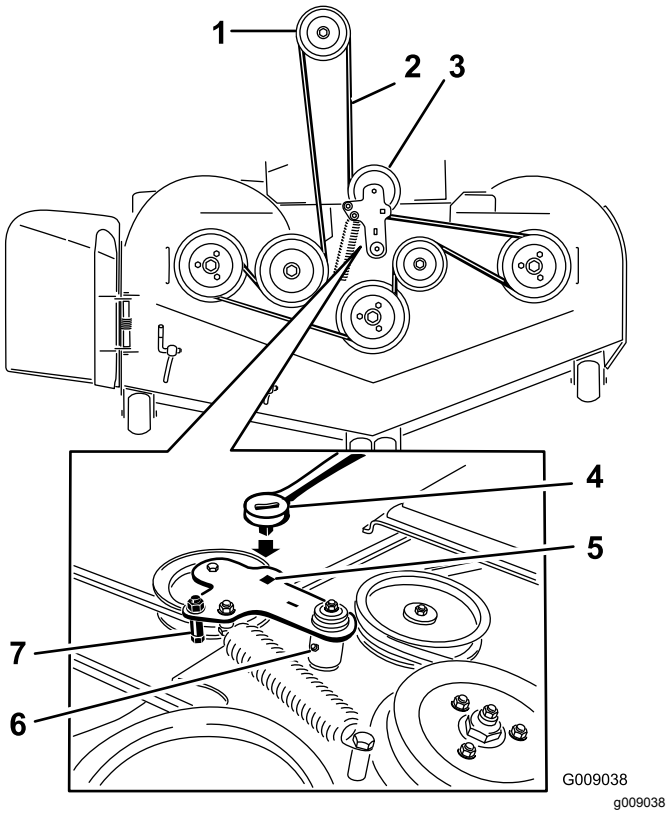

Figuur 104
5. Hef het vloerdeel op en steek een momentsleutel in de vierkante opening in de spanpoelie van het maaidek (Figuur 104).
6. Draai de spanpoelie van het maaidek rechtsom en verwijder de aandrijfriem van het maaidek (Figuur 104).